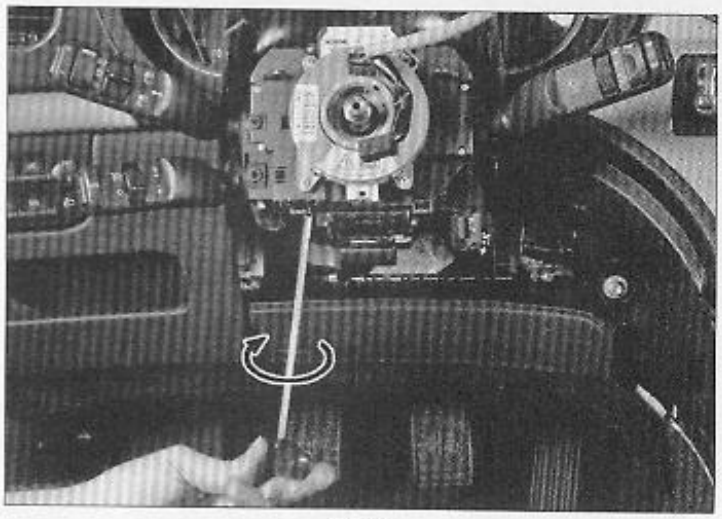

FIG. 5
• A l'aide d'une clé male 6 pans, desserrer le collier de serrage (grosse flèche) du bloc commodo sur le colonne de direction et à l'aide d'un petit tournevis plat, lever la languette de maintien (petite flèche) avant de dégager le bloc commodo (Fig.5 et 6).